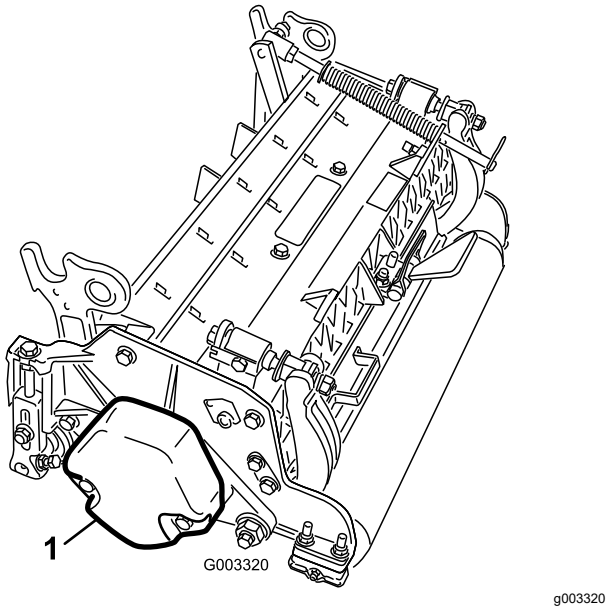

図 9
4. カウンタウェイト(図 9) を、決められている側に取り付けるカッティングユニットの*オペレーターズマニュアル*を参照。